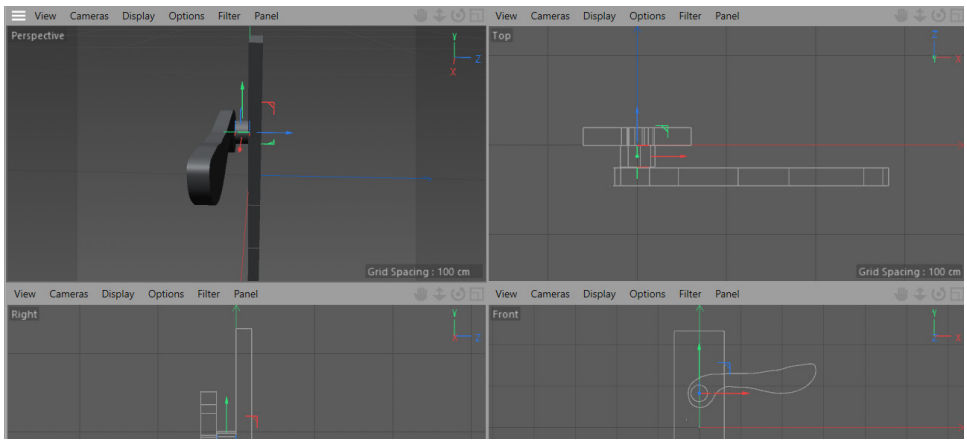

Figure 2-23 *Joint and Joint.1 lofted to create a surface*
13. Press F5; all viewports are displayed. Select *Joint* and *Joint.1* in the Object Manager by using the SHIFT key and then press and hold the left mouse button and drag the cursor on *Loft*; the *Joint* and *Joint.1* are connected to the *Loft* in the Object Manager. Also, a surface is created. Figure 2-23 displays the surface in all viewports.